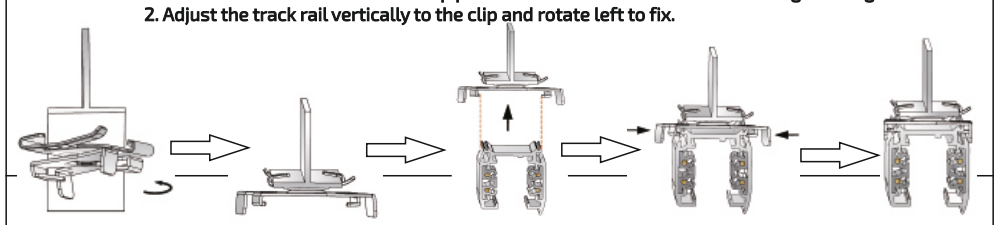

Abb. 3
- Montage mit Schienenabhängungsset (Abb. 3). /